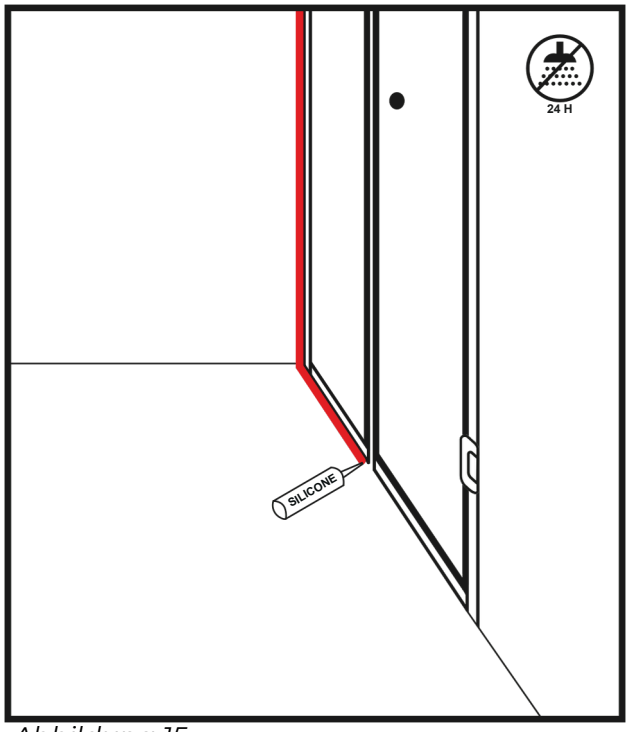
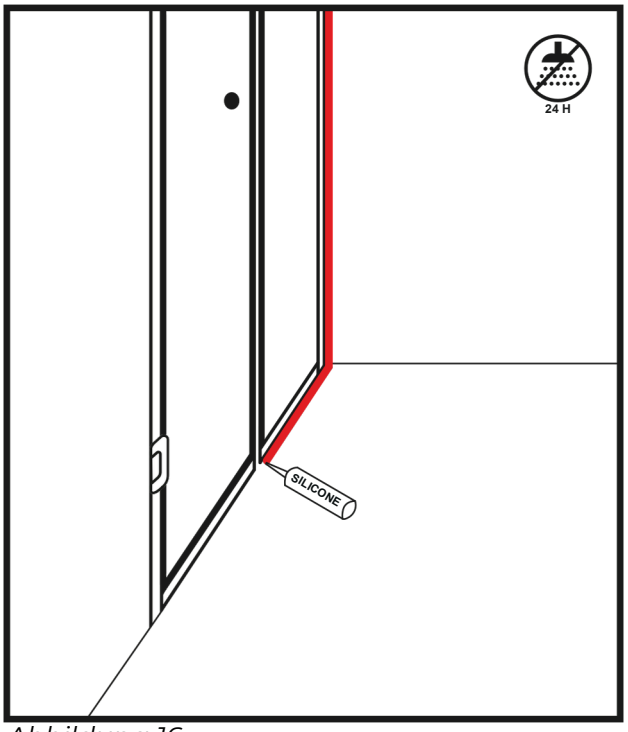

Abbildung 15
Abbildung 16
41. Tragen Sie einen gleichmäßigen Silikonstreifen auf die Kanten der U-Schiene innen (Abb. 15) und außen (Abb. 16) am feststehenden Glas auf.